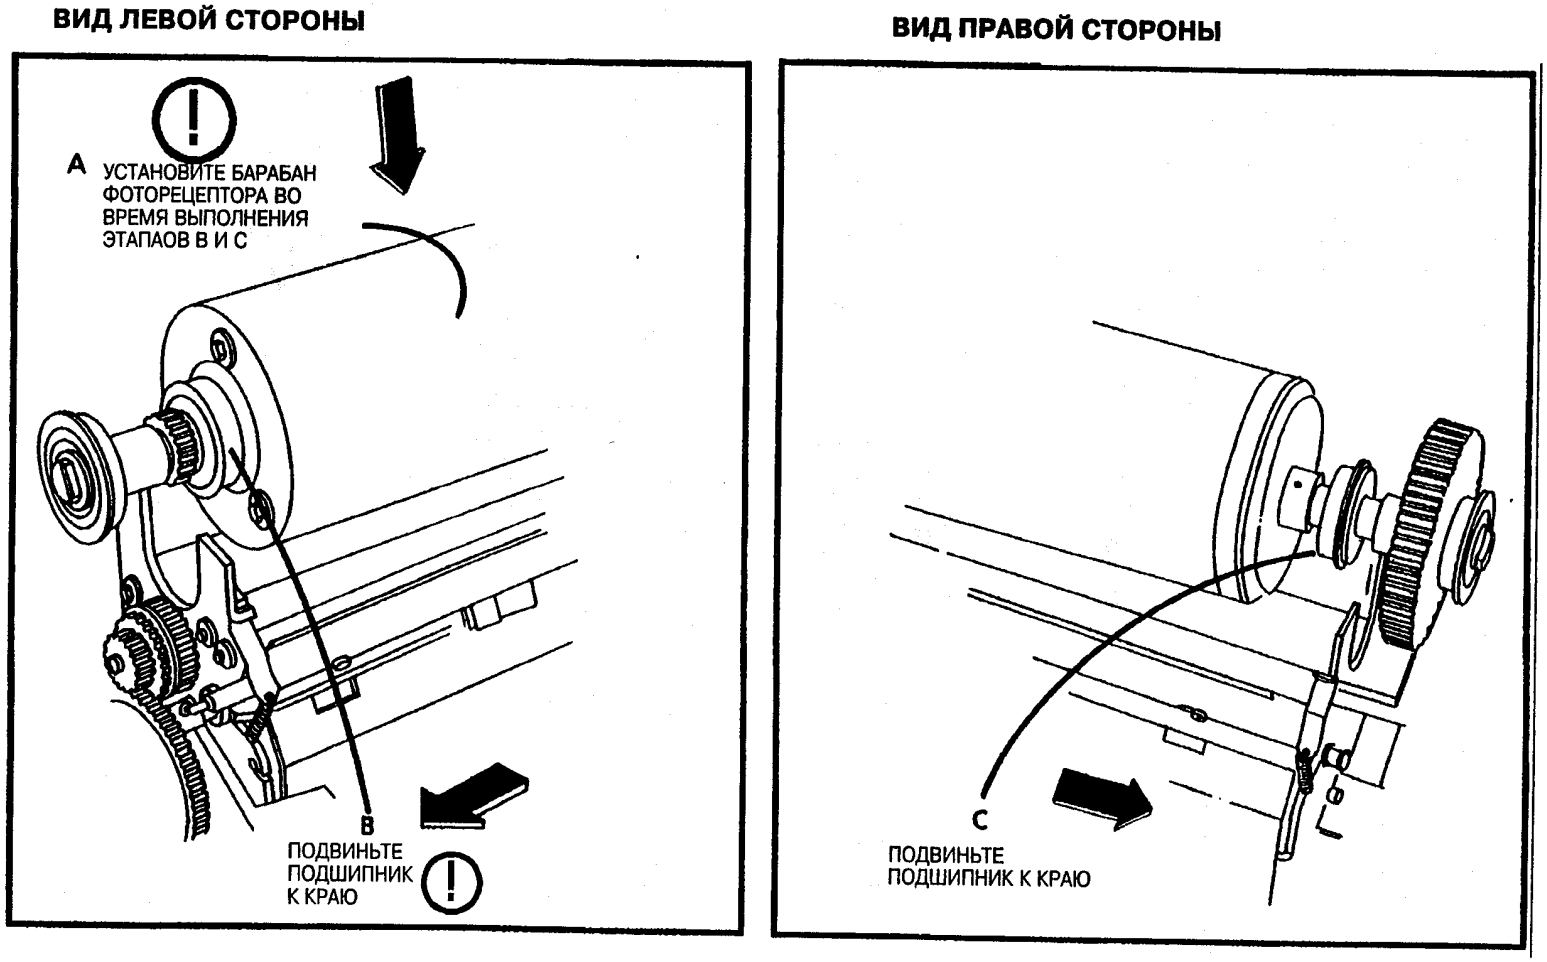

Рис. 25. Заново установите барабан фоторецептора
28. (Рис. 25): Заново установите барабан фоторецептора.